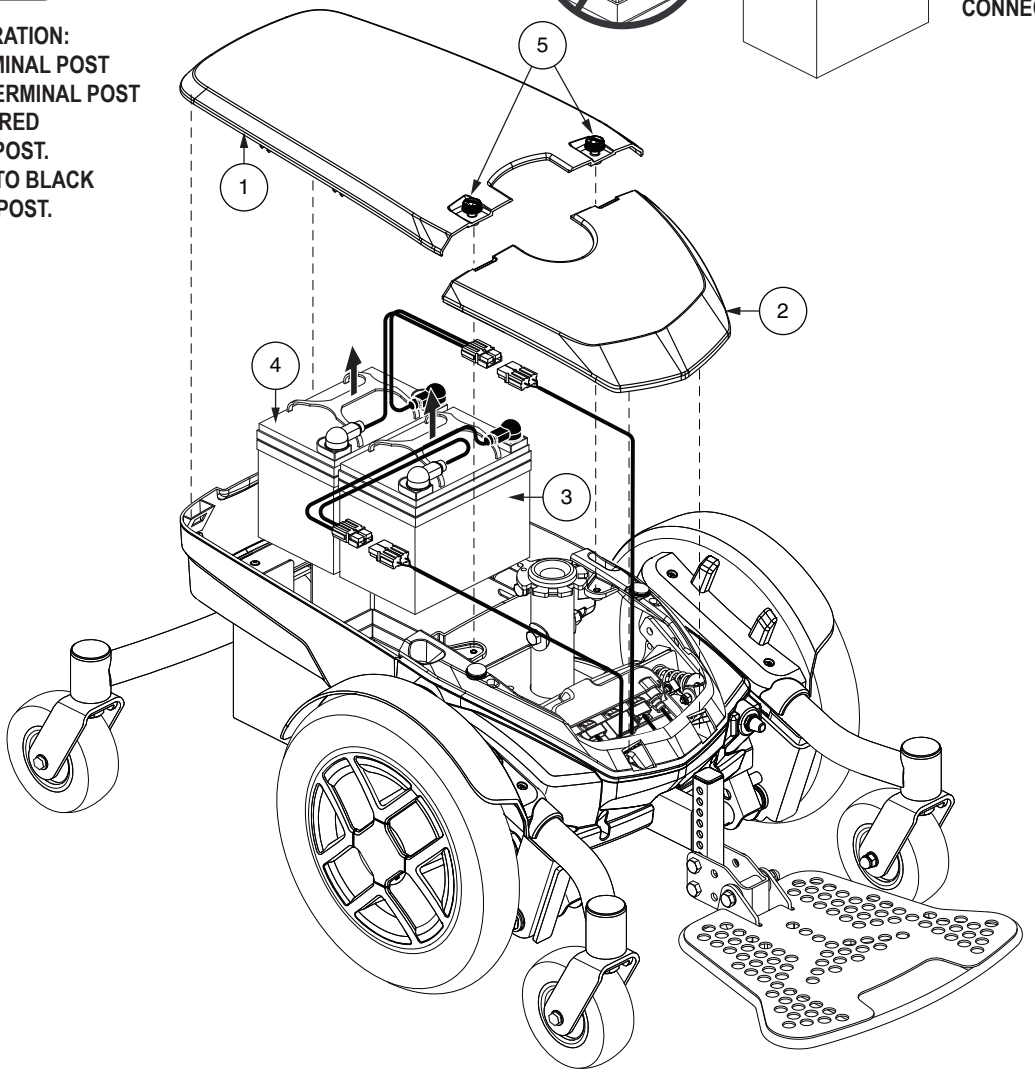
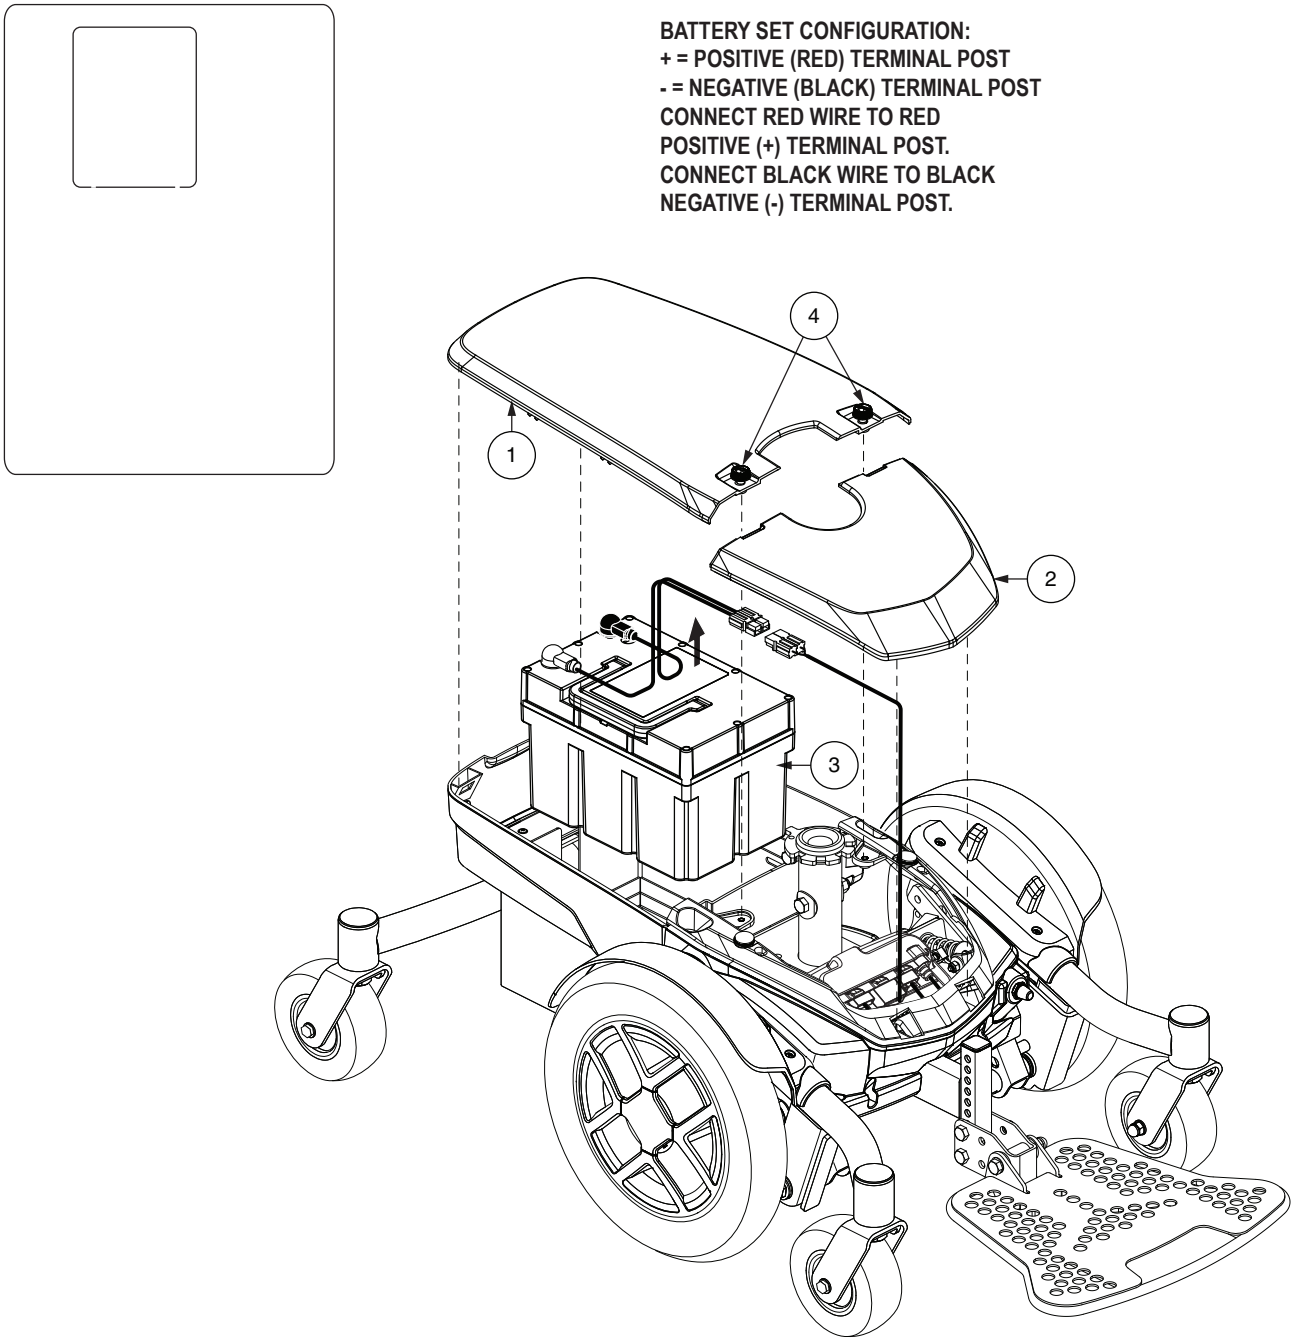

Figure 19. SLA Battery Installation (Seat Removed for Clarity)
Figure 20. Lithium Battery Installation (Seat Removed for Clarity)
3. Remove the top shroud. **See figure 19 or 20.**
5. If equipped with two (2) SLA batteries, disconnect the rear battery harness from the power base and remove the battery. Slide the front battery rearward, disconnect the front battery harness from the power base, and remove the front battery. **See figure 19.** If equipped with a lithium battery, disconnect the battery harnesses and remove the battery. **See figure 20.**
6. Remove the battery harnesses from the old battery/batteries and install them onto the new battery/batteries. Make sure that the hardware is facing the correct direction. **See figure 19 or 20.**
7. For installation of new SLA batteries, place the front battery into the power base. Make sure that the terminals are facing the front of the power base. **See figure 19.** Connect the front battery harness to the power base and slide the front battery forward. Place the rear battery onto the power base. Make sure that the terminals are facing the front of the power base. **See figure 19.** Connect the rear battery harness to the power base.
8. For installation of a new lithium battery, place the battery into the power base. Make sure that the terminals are facing the rear of the power base. **See figure 20.** Connect the rear battery harness to the power base.